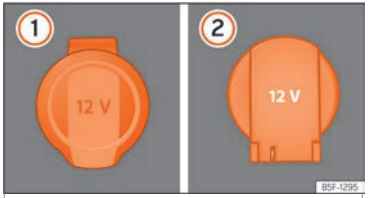

Abb. 147 12-Volt-Steckdose: ① in der Armlehne vorn, ② im Kofferraum.
- Die Abdeckkappe der Steckdose anheben ››› **Abb. 147** ①.
- Die Abdeckkappe der Steckdose anheben ››› **Abb. 147** ②.